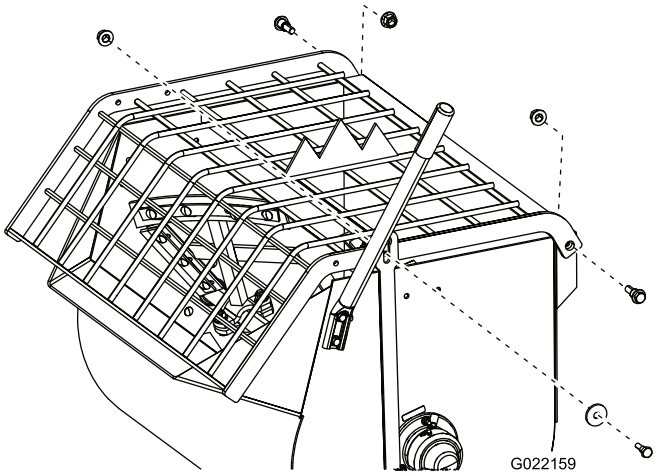
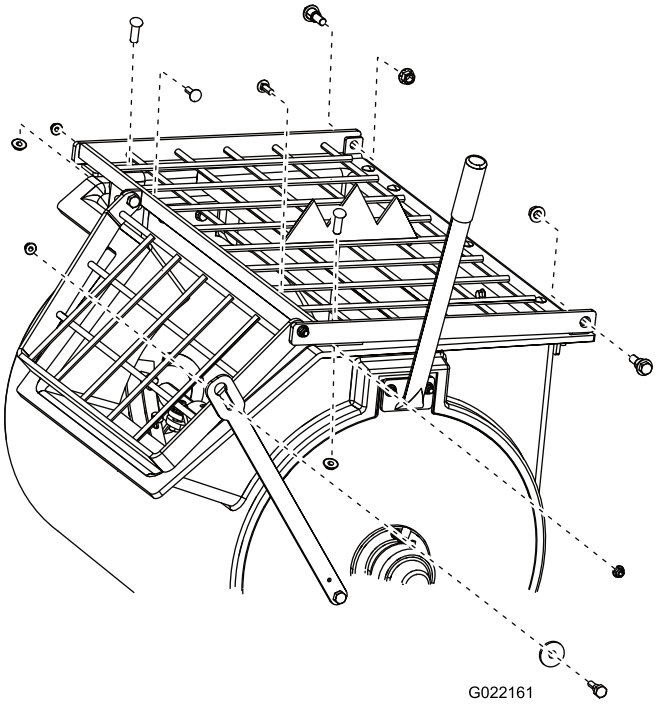
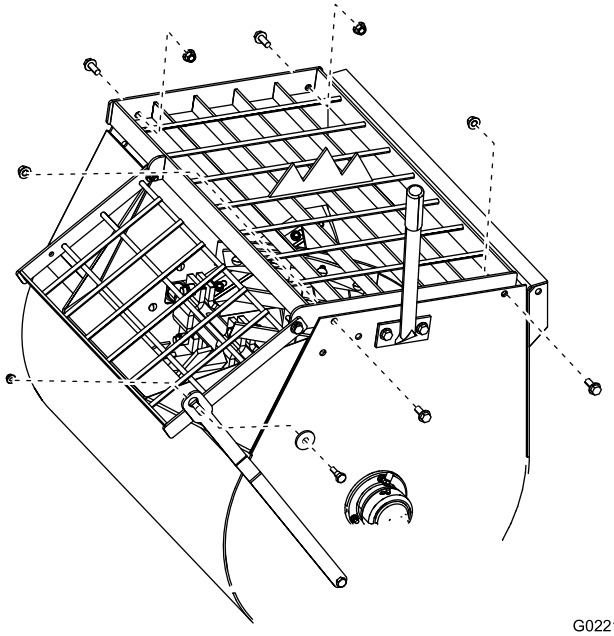

Figure 39
Figure 40
Figure 41
3. Retirez les écrous et boulons qui fixent la grille à la cuve, et déposez la grille (Figure 39, Figure 40 ou Figure 41).